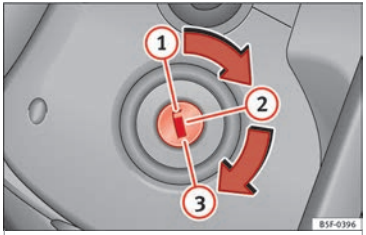

Fig. 142 Vehicle key positions
– Turn the ignition key to position (1) ››› Fig. 142.
– Remove the key from the ignition in position (1) ››› Fig. 142 ››› ⚠.